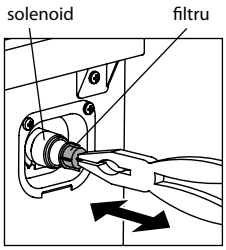

Figura 20
7.2.1 Filtrul din furtunul de alimentare, în conformitate cu Figurile 6 și 7, și filtru în filet conector a solenoidului, așa cum se arată în Figura 20, sunt montate pentru a preveni înfundarea masinii cu particulele solide (nisip, talaș de metal, etc.) din apă. Se recomandă să curățați filtrele, cel puțin o dată pe an.
— Scoateți filtrul de la capetele filetate ale solenoidului, cu o pereche de cleste sau pensete, așa cum se arată în Figura 20;